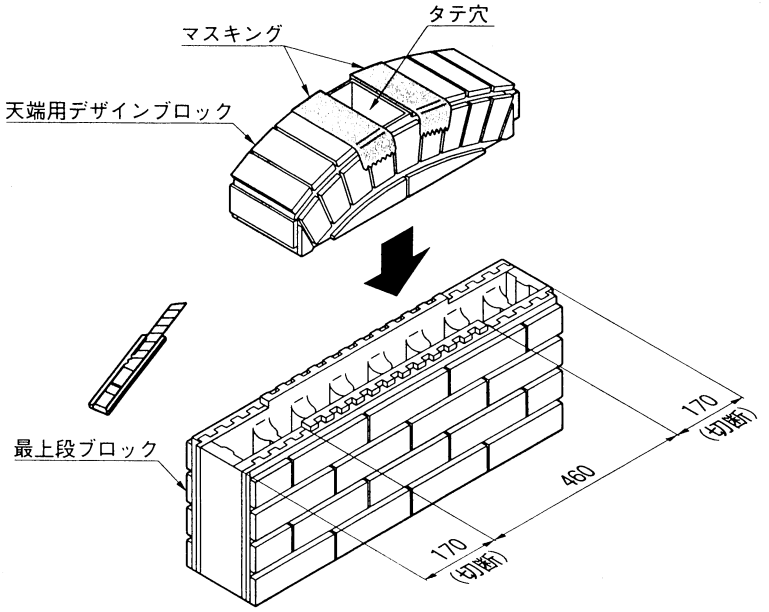

図17-1
- 天端用デザインブロックのタテ穴周りを図17-1のように、マスキングしておくときれいに仕上がります。